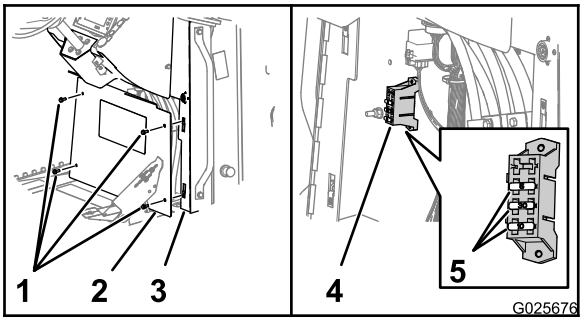

Figure 80
3. Remove the 4 hex-flanged bolts (5/16 x 3/4 inch) that secure the cover to the console and remove the cover (Figure 80).
4. Locate the open fuse and replace it with a fuse of the same type and amperage (Figure 80).
6. Align the hole in the cover with the nut clips on the flanges of the console (Figure 80).